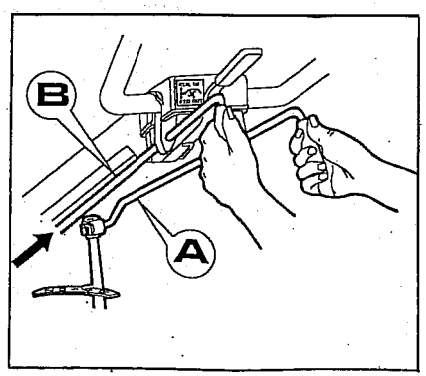

Fig. 3
3.- Girar la palanca de conexión de velocidades «A» en punto muerto «0» y la palanca de toma de fuerza «B» en posición «desconexión» (Fig. 3).